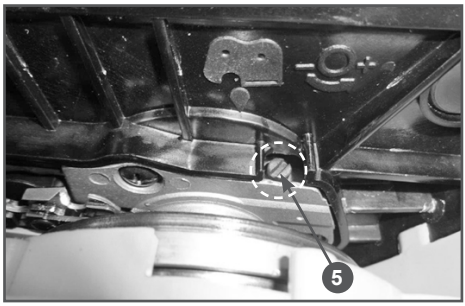

Рис. 12 Расположение регулировочного винта подачи масла
3. Количество масла можно корректировать с помощью регулировочного винта А, который находится снизу бензопилы (Рис. 12). Это нужно для того, чтобы компенсировать изменение вязкости масла при работе в различных температурных условиях.